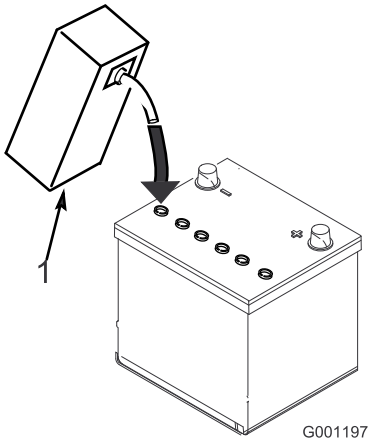

**Figur 5**
3. Fyll försiktigt varje cell med elektrolyt tills plattorna är täckta med ca 6 mm vätska (Figur 5).
4. Låt elektrolyten sugas upp av plattorna under 20 till 30 minuter. Fyll på elektrolyt så att nivån kommer upp till ca 6 mm från botten av påfyllningshålet (Figur 5).